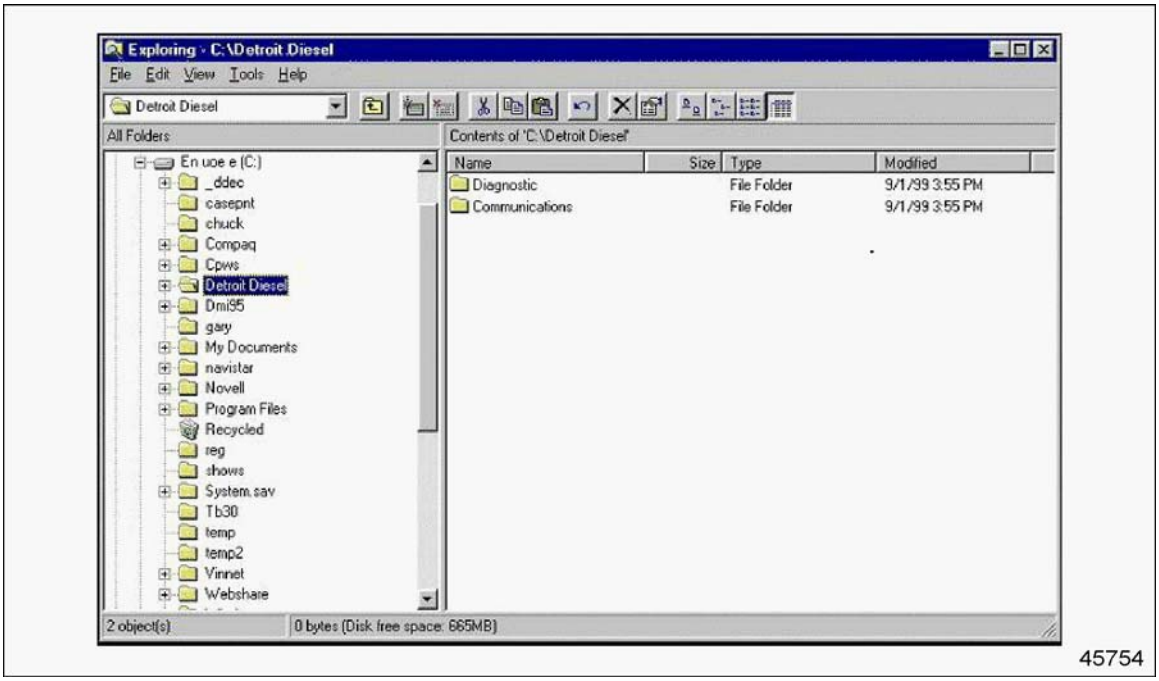

Figure 6-15 Location of the Detroit Diesel Folder on the C:\ Drive
3. Open up the file manager on the **C:** drive, and locate the *Detroit Diesel* folder. See Figure 6-15.